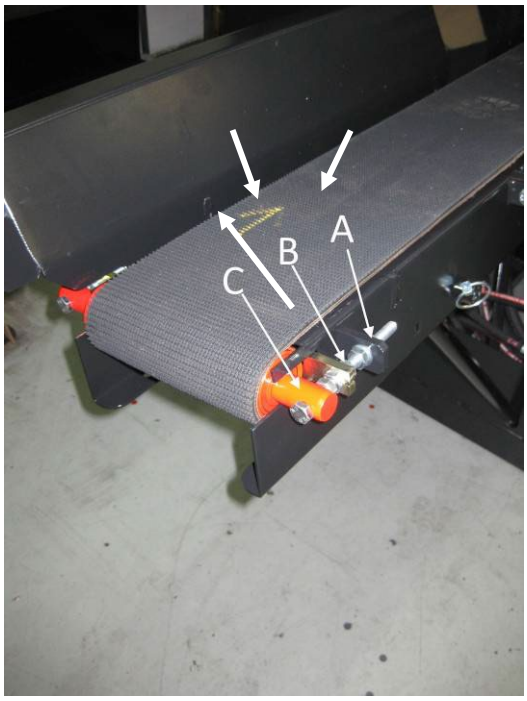

Fig. 18
9.8 Serrage du tapis roulant d'alimentation, Fig. 18 et 19